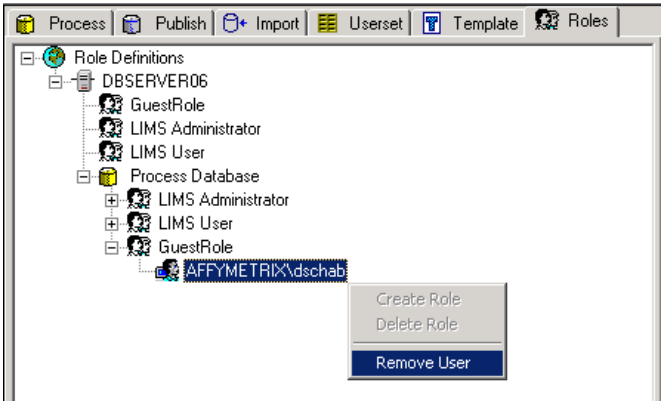

Figure 15.79
2. Right-click the member that you want to delete and select **Remove User** from the shortcut menu that appears **(Figure 15.79)**. Alternatively, click the user and select **Roles →Remove User** from the menu bar.